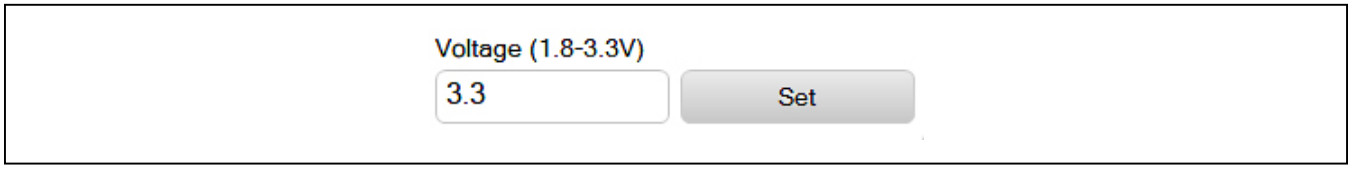

Figure 9. Supply Voltage Example
b. Confirm the firmware status bar has changed from “ISM Radios x.x.x” to “ISM Radios 3.7.2” or similar, the software LED is lit green, and the port status is noted as “Connected” (see Figure 9).